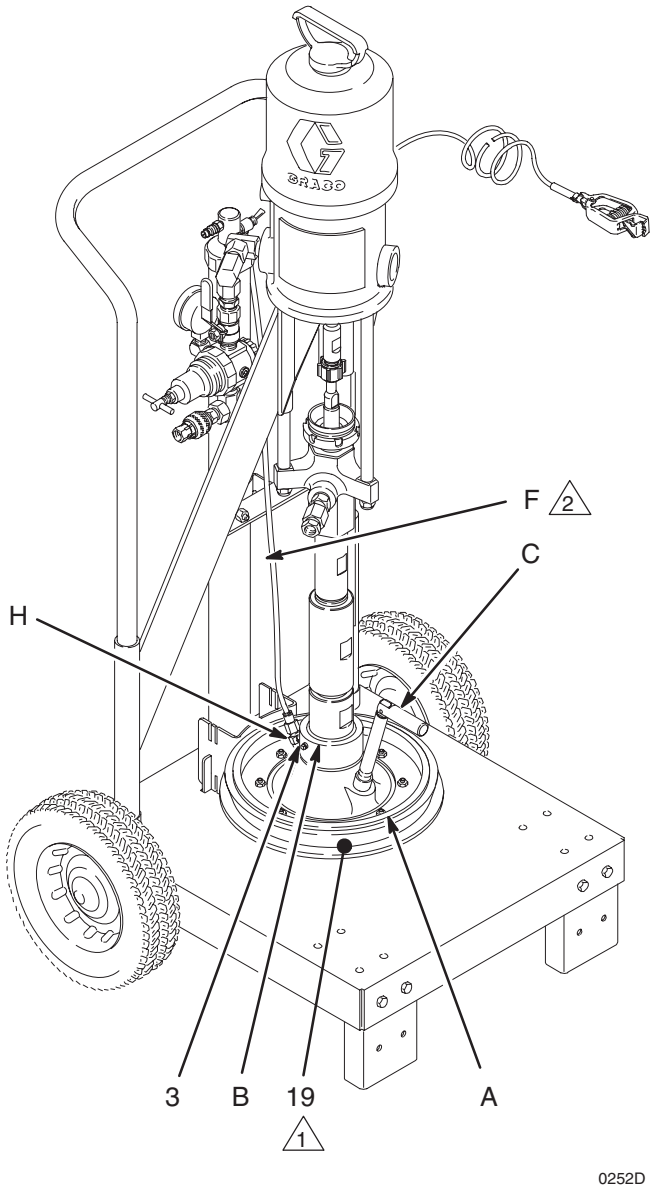

Fig. 5
Los números y las letras de referencia que aparecen en el texto se refieren a las Fig. 5–8 y al diagrama de las piezas de las páginas 14–15.
2. Instale el plato seguidor (A) en la admisión de la bomba (B), con la manivela de ventilación (C) del plato seguidor dirigida hacia la parte delantera del carro. Sujételo apretando los tornillos de fijación (3). Vea la Fig. 5.